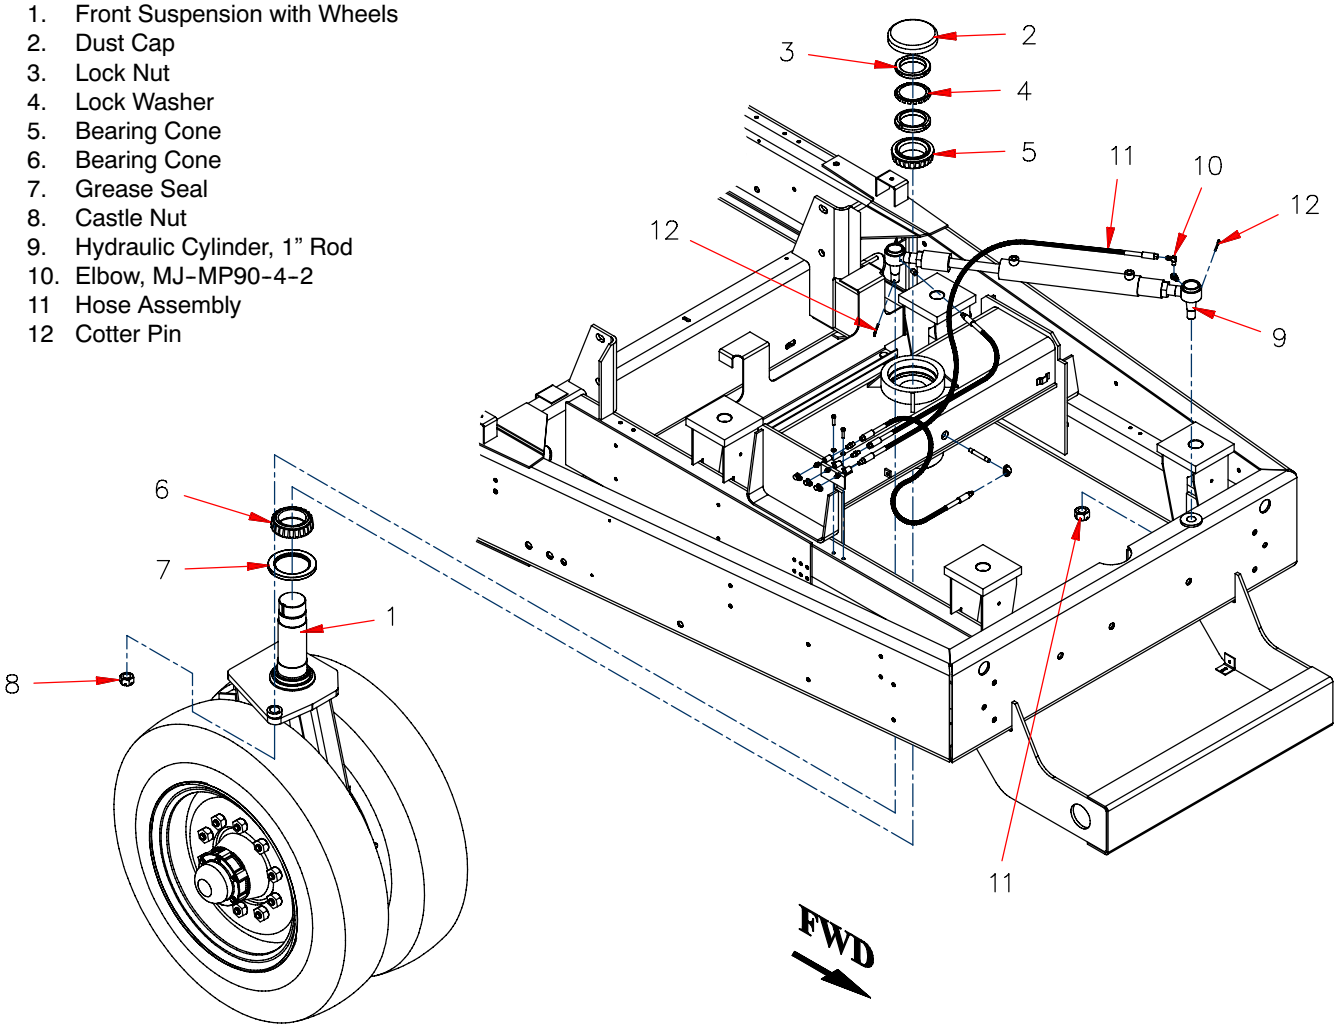

Fig: 5.5 A *Front Suspension Removal/Installation*
2. Place the shifter in the *Park (P)* position, setting the parking brake.
6. Disconnect the hydraulic cylinder *(Fig: 5.5 A: item 9)* from the front suspension assembly.
13. Remove the bearing cone and the grease seal *(Fig: 5.5 A: items 6, 7)* from the front suspension assembly.